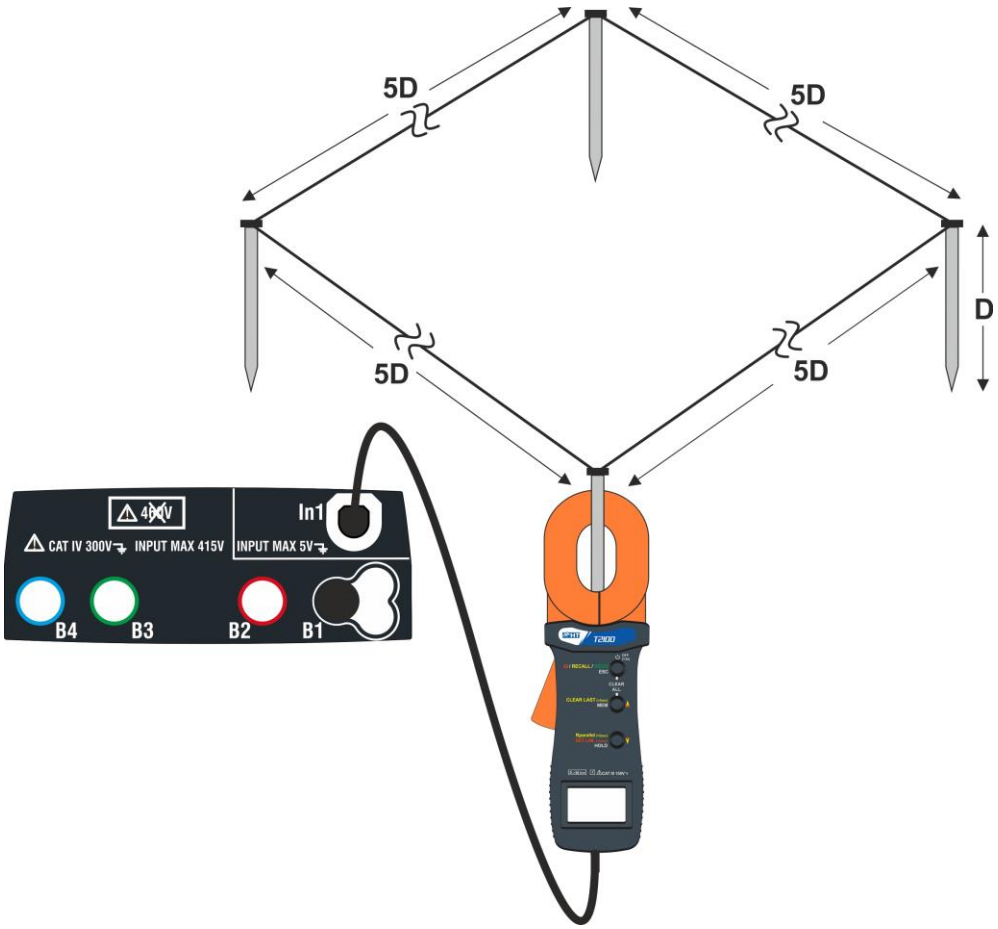

Fig. 32: Misura resistenza dispersori singoli con pinza T2100
La misura eseguita dalla pinza T2100 è utilizzabile per la valutazione di resistenze di singoli dispersori nell'ambito di un impianto di terra senza necessità di scollegamento degli stessi, **nell'ipotesi che essi non si influenzino tra loro** (vedere Fig. 32)
4. Collegare la pinza al primo dispersore della rete di terra considerata come mostrato nella Fig. 32. Notare il valore della resistenza nel campo **R** e premere l’icona per inserire tale valore nel calcolo della resistenza parallelo e incrementare il parametro **N** di una unità (N =1)